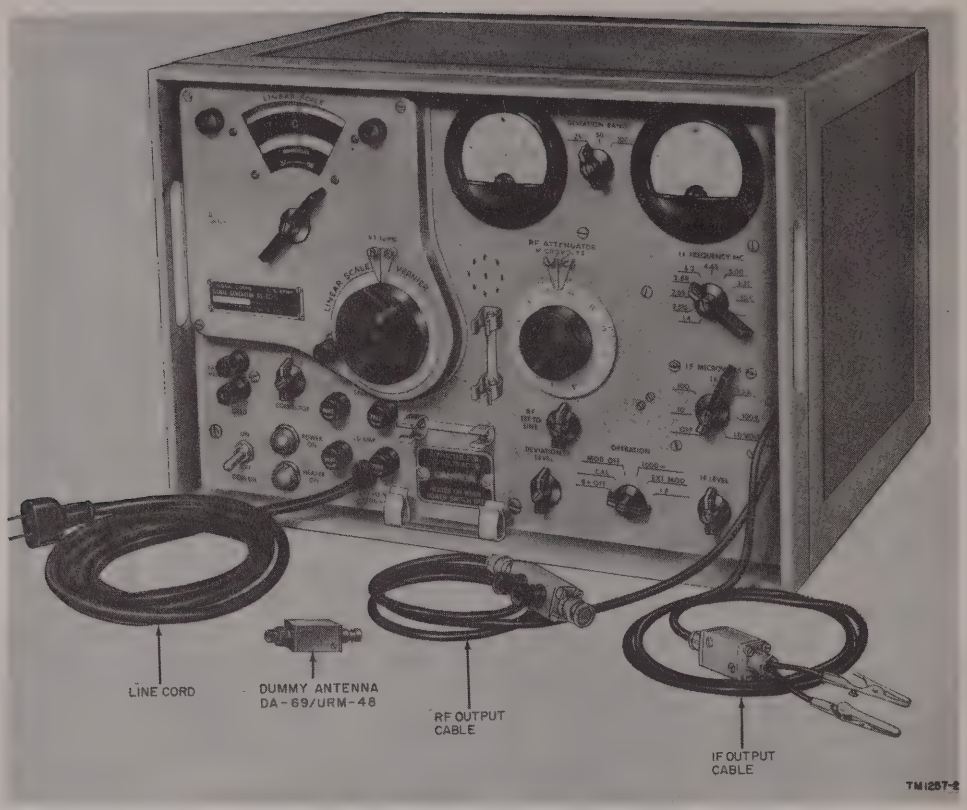

Figure 2. Signal Generator SG–12/U, showing output cables.
Signal Generator SG–12/U (fig. 2) is a precision test instrument designed to provide both f-m (frequency-modulated) and unmodulated r-f (radio-frequency) signals for various measurements and alinement. It contains 14 tubes (including a rectifier and voltage regulator). The unmodulated signals from the generator are used mainly for sensitivity and alinement purposes. The f-m signals are used as a means for checking band-pass characteristics of f-m receivers. With the proper auxiliary equipment, the f-m output also may be used for alinement. Signal Generator SG–12/U is designed primarily for use with components of the standardized series radio sets, such as Receiver–Transmitters RT–66/GRC, RT–67/GRC, RT–68/GRC, and RT–70/GRC.
b. Signals are taken from the signal generator by means of two output cables (fig. 2). One of these cables supplies output voltage at nine different crystal-controlled frequencies (i-f (intermediate-frequency)). These frequencies coincide